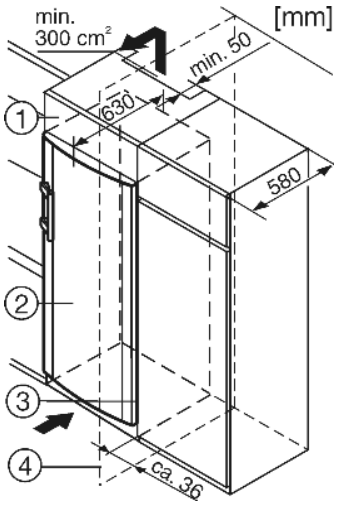

Fig. 8
(1) Дополнительный шкафчик
(2) Устройство
(3) Кухонный шкаф
(4) Стенка
Устройство может быть окружено предметами кухонной обстановки. Чтобы уравнять устройство *Fig. 8 (2)* по высоте с кухонной стенкой, можно установить над устройством соответствующий дополнительный шкафчик *Fig. 8 (1)*.
При комбинировании с обычными кухонными шкафами (глубина макс. 580 мм) устройство можно установить непосредственно рядом с кухонным шкафом *Fig. 8 (3)*. Дверца устройства выступает по сторонам на 34 мм и по центру устройства на 50 мм относительно передней стенки кухонного шкафа. Поэтому ее можно свободно открывать и закрывать.
Если устройство установлено на шарнирах у стены *Fig. 8 (4)*, то расстояние между устройством и стеной должно быть не менее 36 мм. Настолько выступает ручка при открытой дверце.